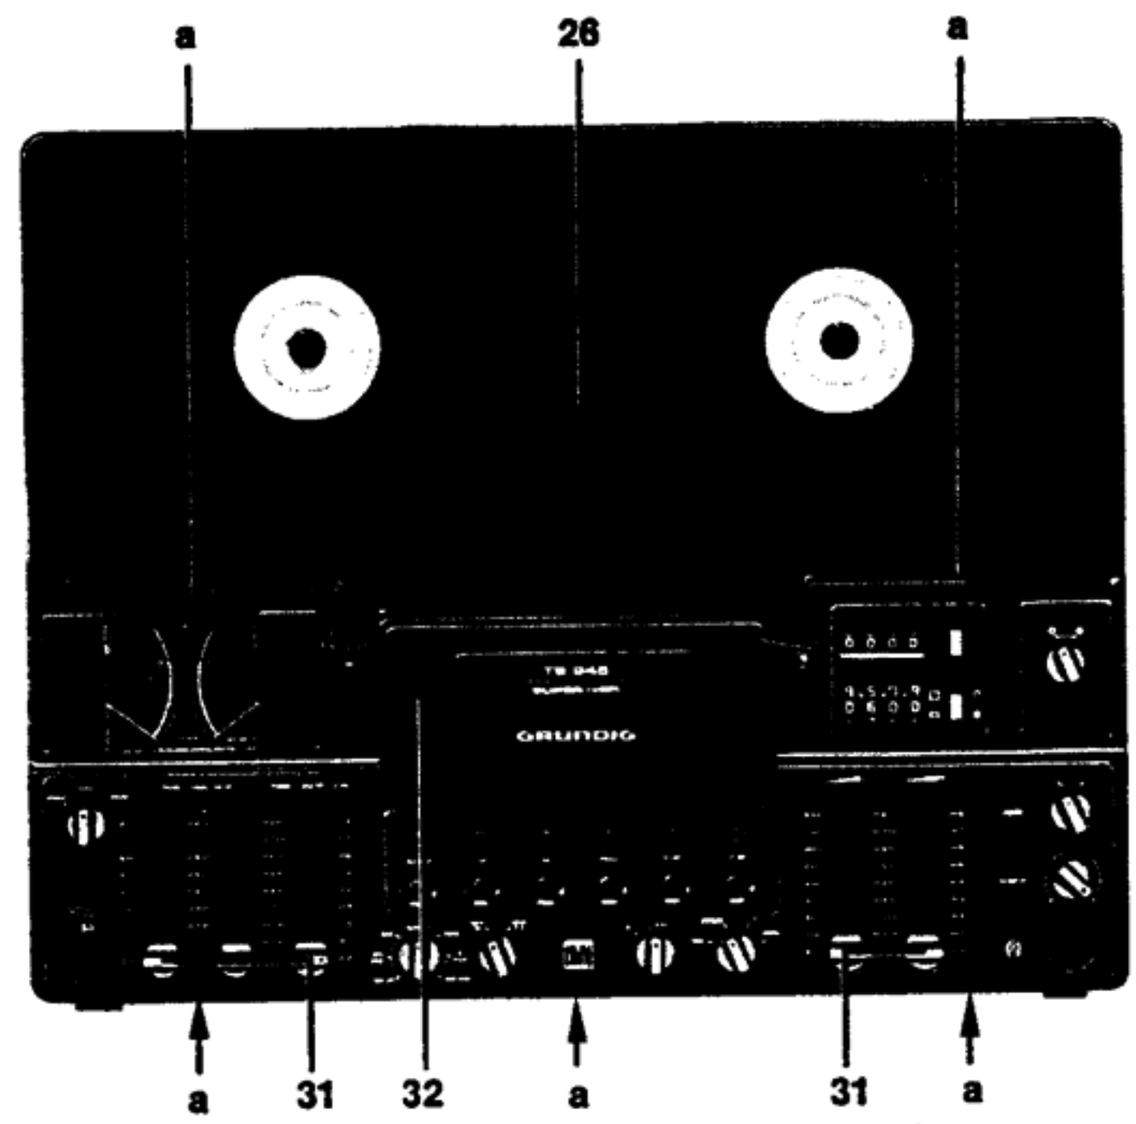

Abb. 1 Vorderansicht
4. Kopfhäuschen 32 [Abb. 1]
6. Abdeckung 26 [Abb. 1]